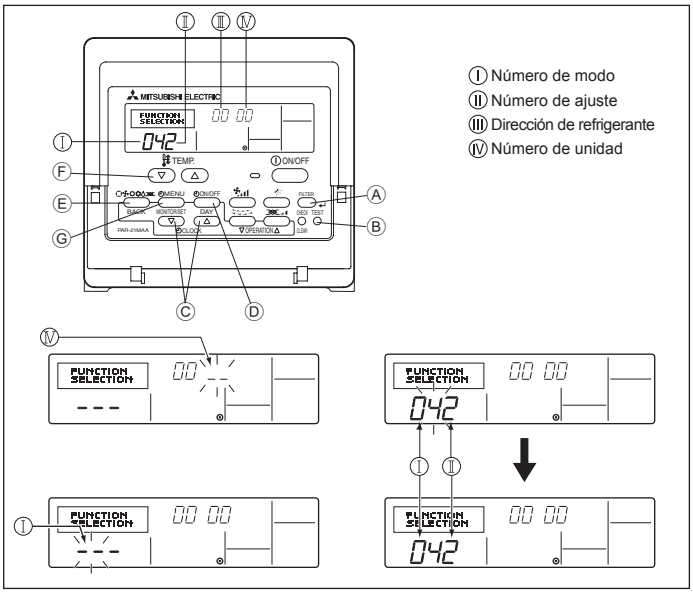

Fig. 6-8
1) Para el controlador remoto cableado (Fig. 6-8)